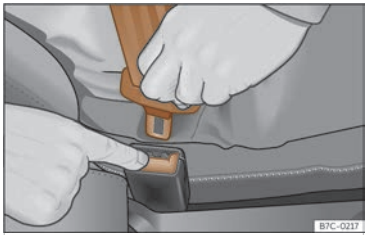

Fig. 23 Relâcher le pêne du boîtier de verrouillage de la ceinture.
- Appuyez sur la touche rouge du boîtier de verrouillage ››› **fig. 23**. Le pêne sera expulsé du boîtier de verrouillage.